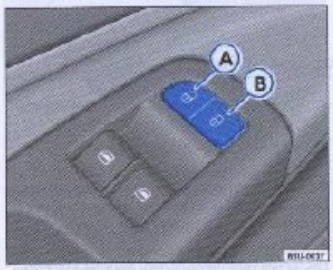

Fig. 51 Detalle del apoya-brazo de la puerta delantera izquierda: interruptor del trabado eléctrico
– Presione el interruptor del trabado eléctrico[18] ⇒ fig. 51 Ⓑ Ⓓ ⇒ ⚠.
– Presione el interruptor del trabado eléctrico[18] ⇒ fig. 51 Ⓐ Ⓒ.